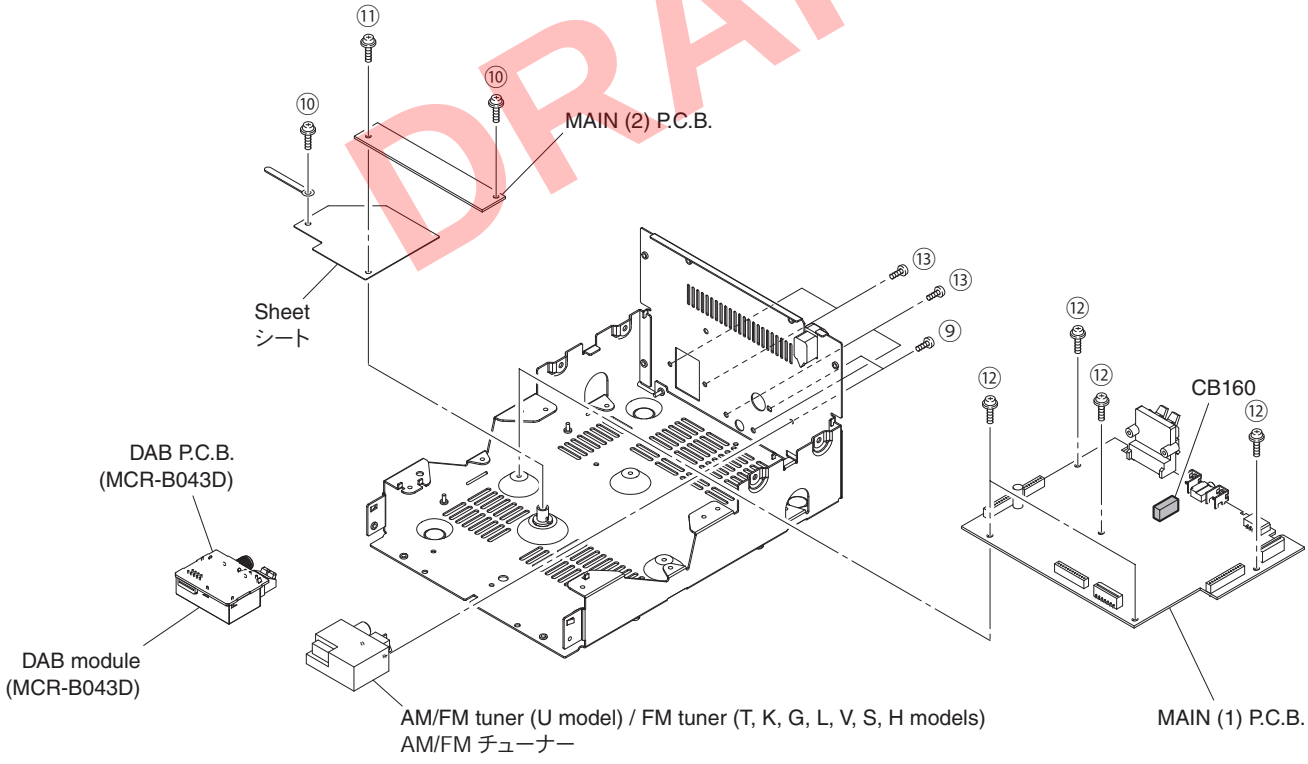

Fig. 3
5-1. Removal of AM/FM tuner (U model) / FM tuner (T, K, G, L, V, S, H models) (Fig. 3)
5-2. Removal of DAB module and DAB P.C.B. (MCR-B043D) (Fig. 3)
a. Remove 2 screws (⑨).
6. Removal of MAIN (1) and MAIN (2) P.C.B.s (Fig. 3)
a. Remove 2 screws (⑩) and screw (⑪).
b. Remove the MAIN (2) P.C.B. together with the sheet.
c. Remove 5 screws (⑫) and 4 screws (⑬).
d. Remove the MAIN (1) P.C.B.
5. AM/FM チューナーの外し方（Fig. 3）
a. ⑨ のネジ 2 本を外します。
6. MAIN（1）、MAIN（2）P.C.B. の外し方（Fig. 3）
a. ⑩ のネジ 2 本、⑪ のネジ 1 本を外します。
c. ⑫ のネジ 5 本、⑬ のネジ 4 本を外します。